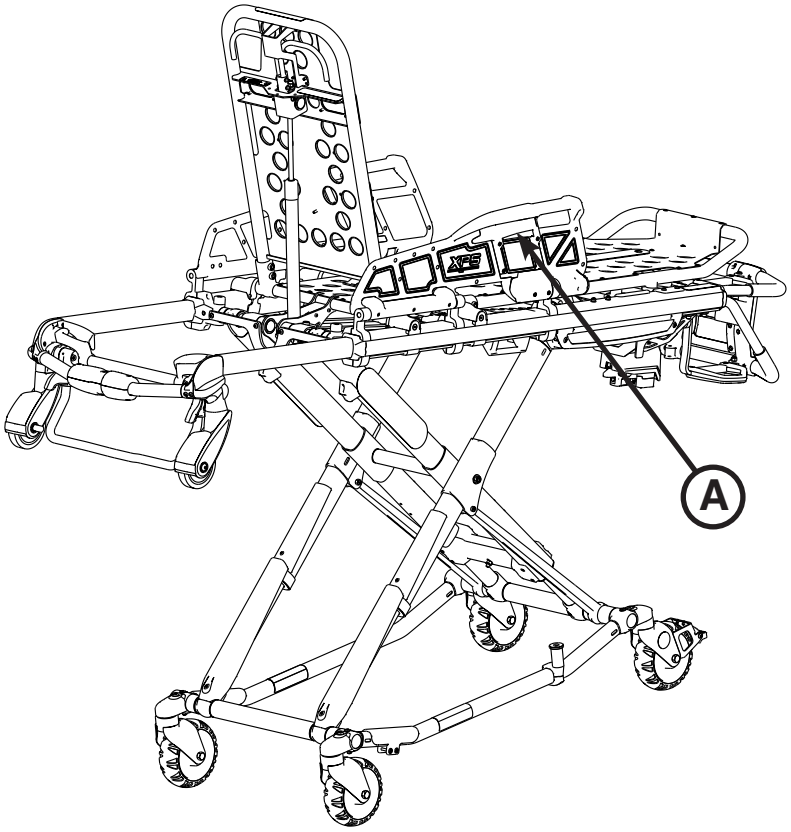

Figur 30
For at sænke sidegærderne løftes de op for at tage vægten af. Træk derefter i det røde håndtag (A) (Figur 30).